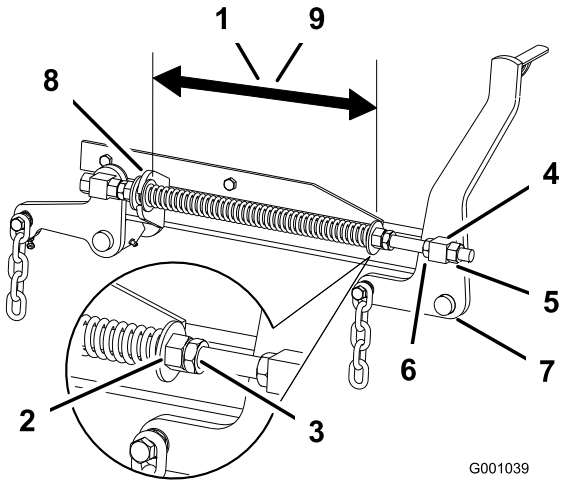

**Figur 86**
2. Kontrollera avståndet mellan de två stora brickorna. Det ska vara 28,2 cm för klippdäck på 132 cm och 26,7 cm för klippdäck på 152 cm (Figur 86).
3. Justera det här avståndet genom att lossa fjäderkontramuttern och vrida muttern framför respektive fjäder (Figur 86). Vrid muttern medsols för att förkorta fjädern eller motsols för att förlänga fjädern.
4. Lås muttern på plats genom att dra åt fjäderkontramuttern (Figur 86).